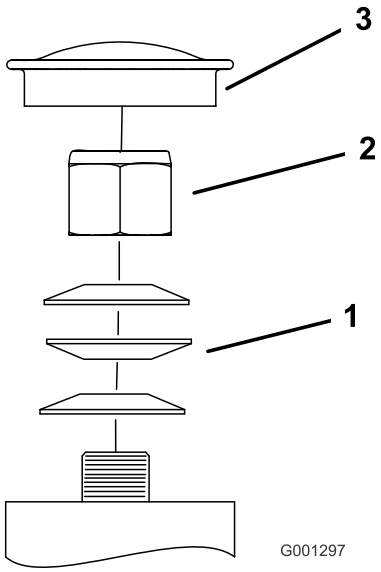

Figur 58
3. Fjern støvkoppen fra styringen og trekk til låsemutteren (Figur 58).
4. Trekk til låsemutteren inntil fjærskivene er flate og gå deretter tilbake 1/4 omdreining for å stille forhåndsbelastningen på lagrene korrekt (Figur 58).
Viktig: Påse at fjærskivene er montert korrekt slik det vises i Figur 58.
5. Sett på støvkoppen (Figur 58).